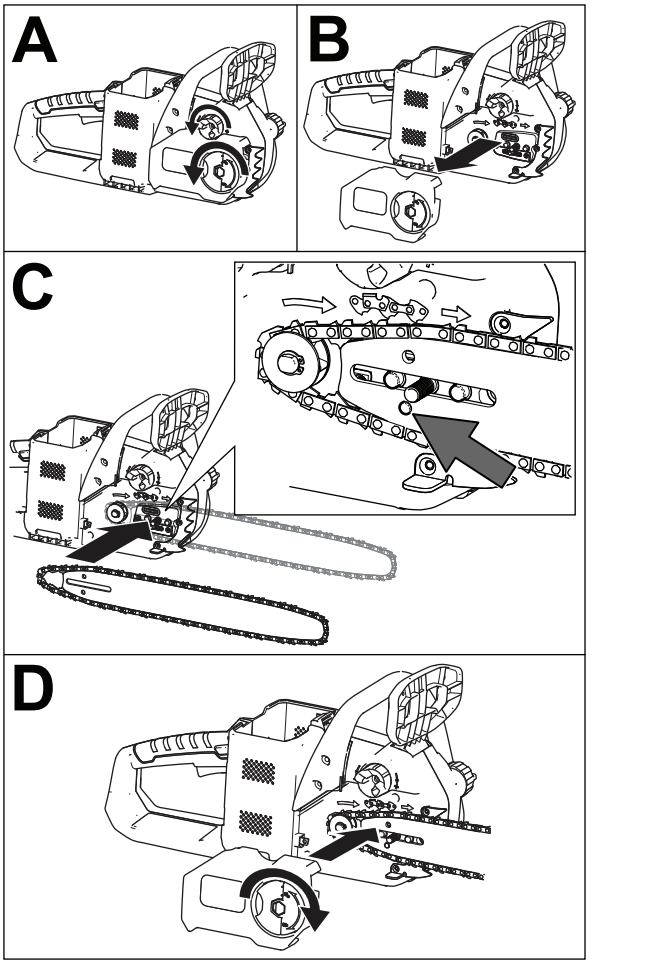

Figure 31
12. Placez la boucle ouverte de la chaîne (qui n'est pas sur le guide) autour du pignon d'entraînement de la tronçonneuse, puis montez le guide et la chaîne fixée en place comme montré à la Figure 31.
13. Remettez le couvercle et l'écrou à oreilles, mais ne serrez pas l'écrou à fond (Figure 31 D).